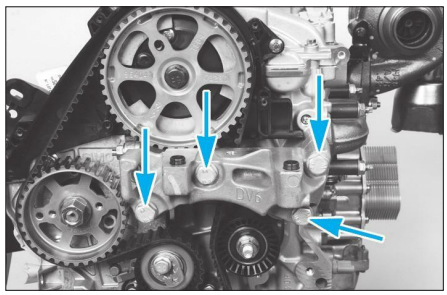

**Fig. 9**
• Mettre en place un palan ou une grue d'atelier, puis déposer le silentbloc du support moteur avant droit **(Fig.9)**.